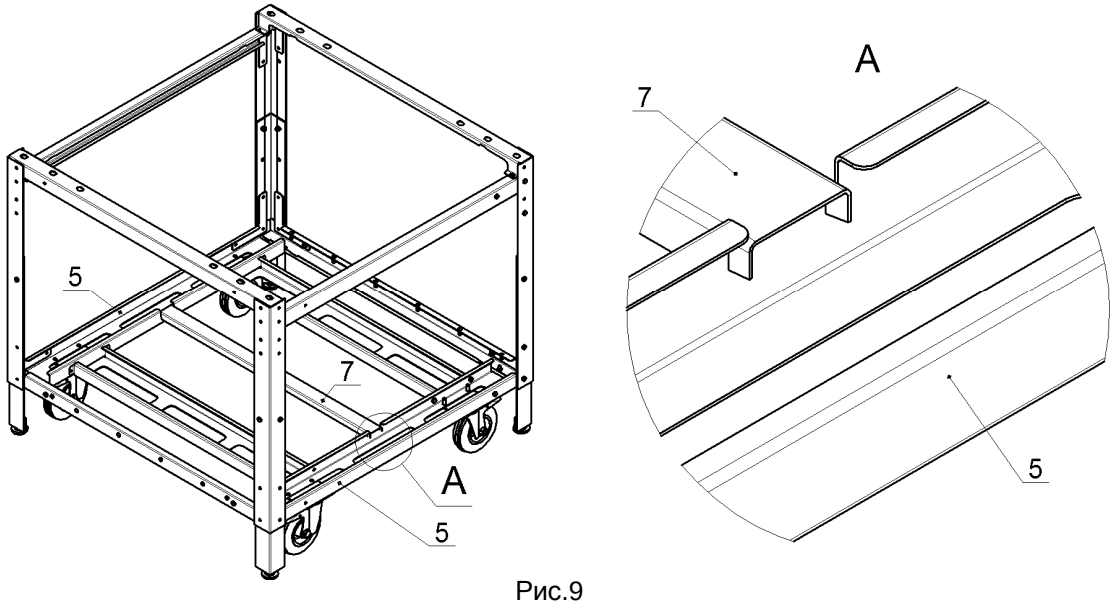

Рис.9
9. Перевернуть подставку, поставив её на опоры или колёса. Вложить в пазы на профилях боковых, нижних, поз.5 профиль поддержки сегментов полки, поз.7 (713мм), как показано на рис.9. Проверить равенство диагоналей у подставки. Окончательно затянуть все гайки: